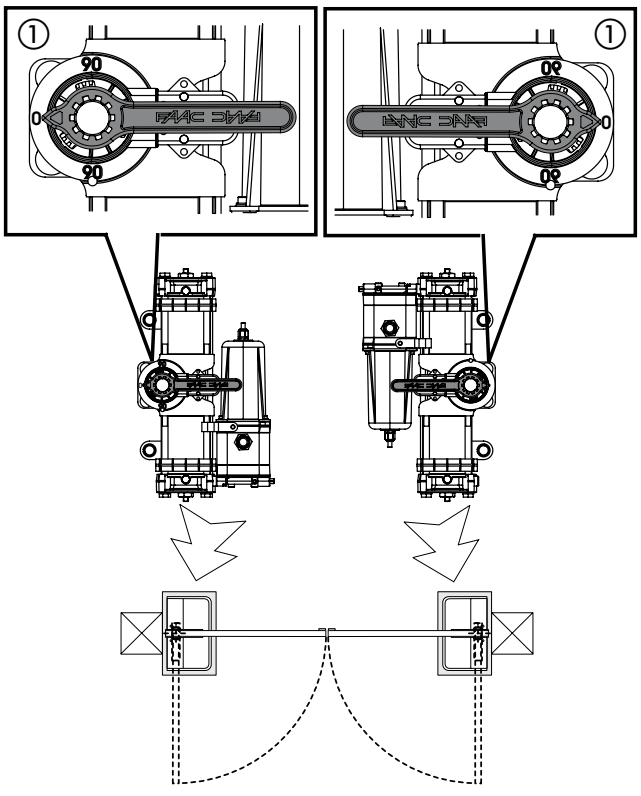

Fig.6
6) **Without moving the pinion,** insert the supplied wrench on the operator as shown in Fig.6, and make sure that it indicates 0 (ZERO) on the operator's plastic panel (Fig.6 ref.①). If necessary rotate the pinion. **(IMPORTANT FOR CORRECT COUPLING OF THE PINION-GROOVED BUSH DURING INSTALLATION).**